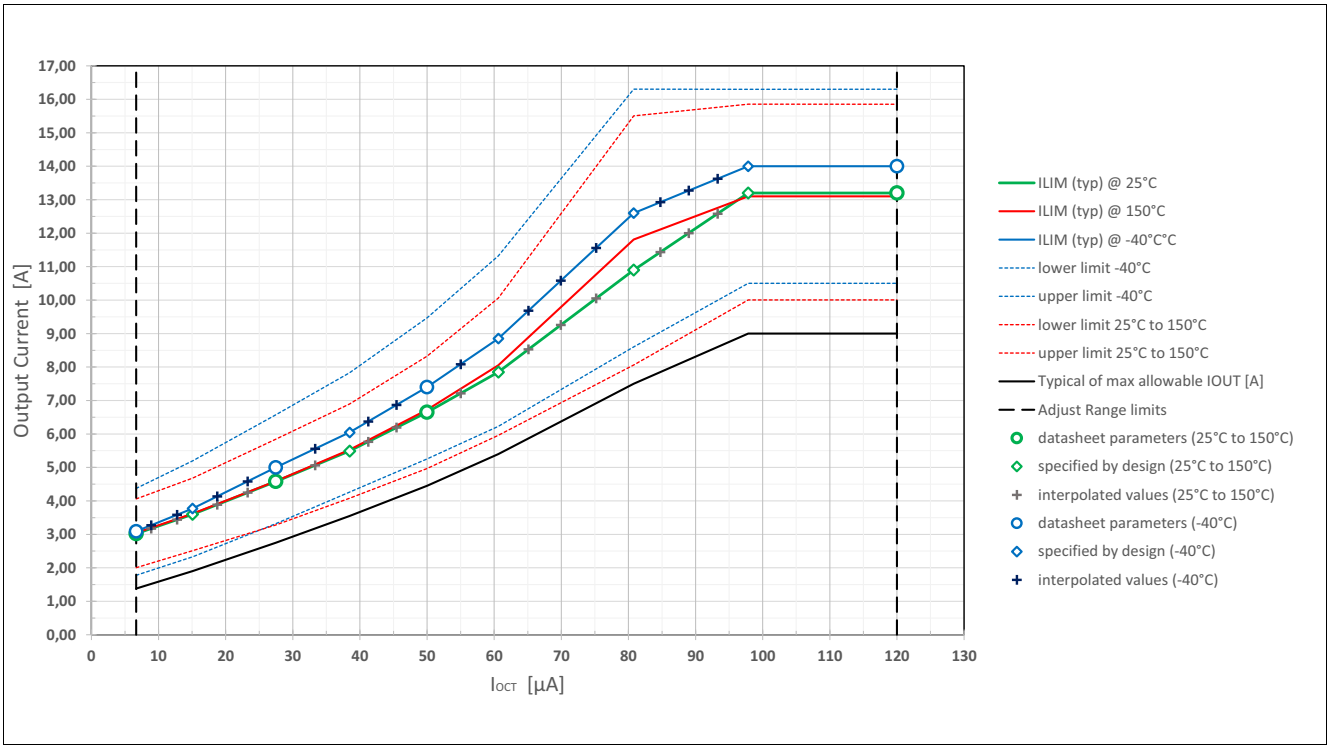

Figure 28 Current limitation threshold $I_{LIM(th,adj)}$ as function of I_{OCT} and related limitation values for different temperatures
This clearance needs to be respected for the nominal load current of a given application and represents an upper limit for the allowable nominal load current [2]. As the typical values of a selected current limit do not vary significantly from T_j = 25°C up to T_j = 150°C for most of the I_{OCT} - settings the given maximum and minimum values of the current limit listed in **Table 11** hold true for the temperature range 25°C ≤ T_j ≤ 150°C. Deviations that have to be expected for the typical values of the current limit at 150°C can be seen in **Figure 28**.
Figure 28 moreover illustrates how the current limitation values will shift for low temperatures. **Table 12** provides typical values for the current limitation for the extreme case of T_j = -40°C and an overview of corresponding minimum and maximum values for the current limitations.
1) $I_{LIM(th, adj)}$ values coincide with typical values of the current limit I_{LIM} @ 25°C. Typical values for I_{LIM} @ 150°C may show deviation from $I_{LINM(th, adj)}$; see **Figure 28** for further details